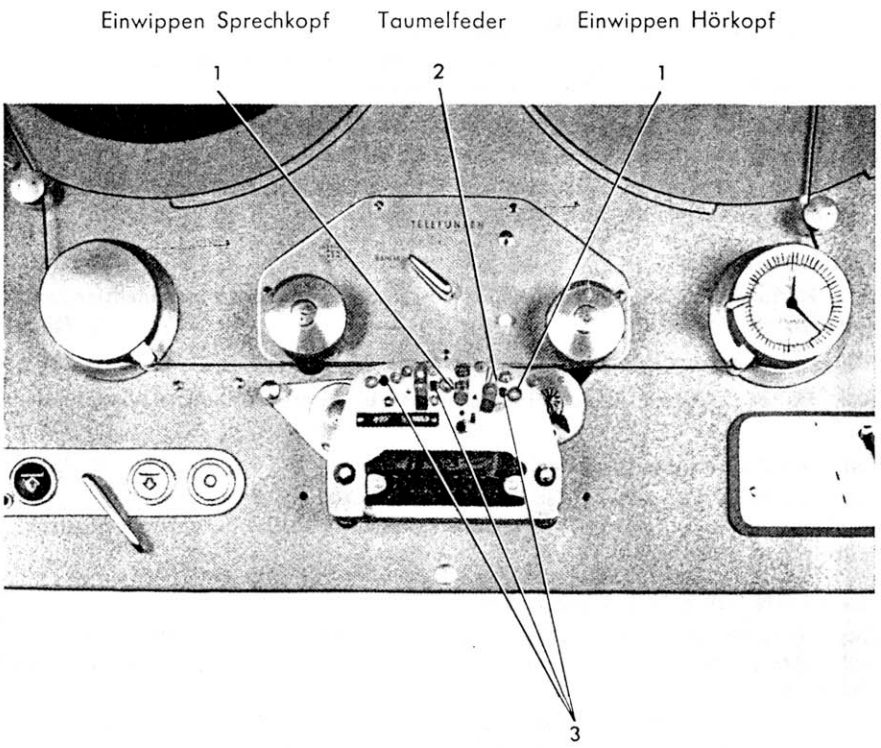

Bild 6: Einwippen der Köpfe
3.2 **EINWIPPEN DER KÖPFE** (siehe Bild 6)